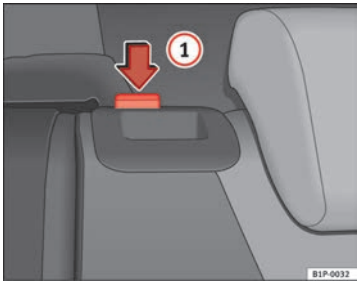

Fig. 94 Folding up the rear backrest
– Fold the backrest back and push the backrest firmly into the lock. The red marking should no longer be visible ⇒ fig. 94.